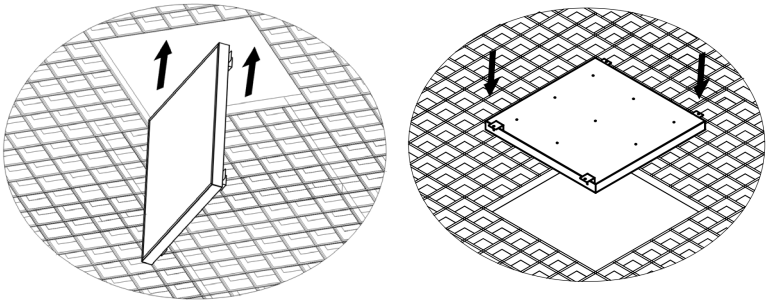

Рисунок 6 - Установка светильника Geniled Офис Грильято в навесной потолок.
5.6. Заведите светильник в нишу потолка «Грильято» (Рисунок 6).
5.8. Положите светильник внутрь ячейки «Грильято» (Рисунок 6). Убедитесь, что светильник надежно установлен, проверьте подключение.